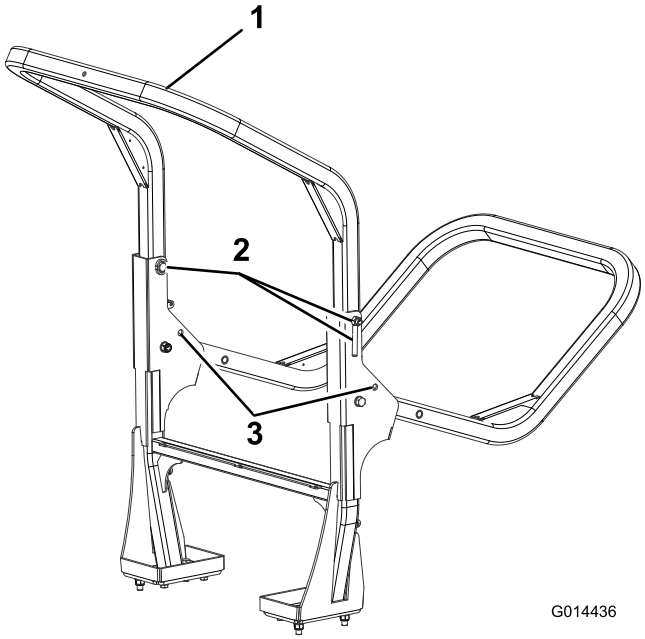

Figuur 38
2. Ondersteun het gewicht van het bovengeraamte terwijl u de handmoeren, ringen en bevestigingsbouten uit de scharnierhouders verwijdert (Figuur 38